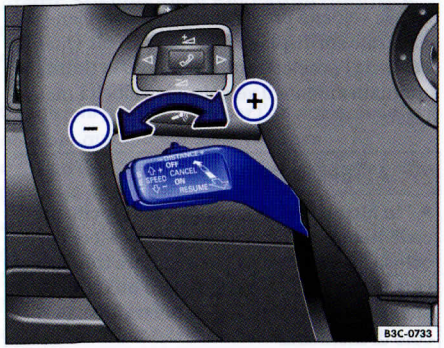

Fig. 53 Comandi del regolatore automatico della distanza
– Per aumentare la distanza di un livello, si deve spostare il tasto scorrevole in direzione ⇒ fig. 53 ⊕. La distanza così impostata appare indicata per circa tre secondi sul display del quadro strumenti.